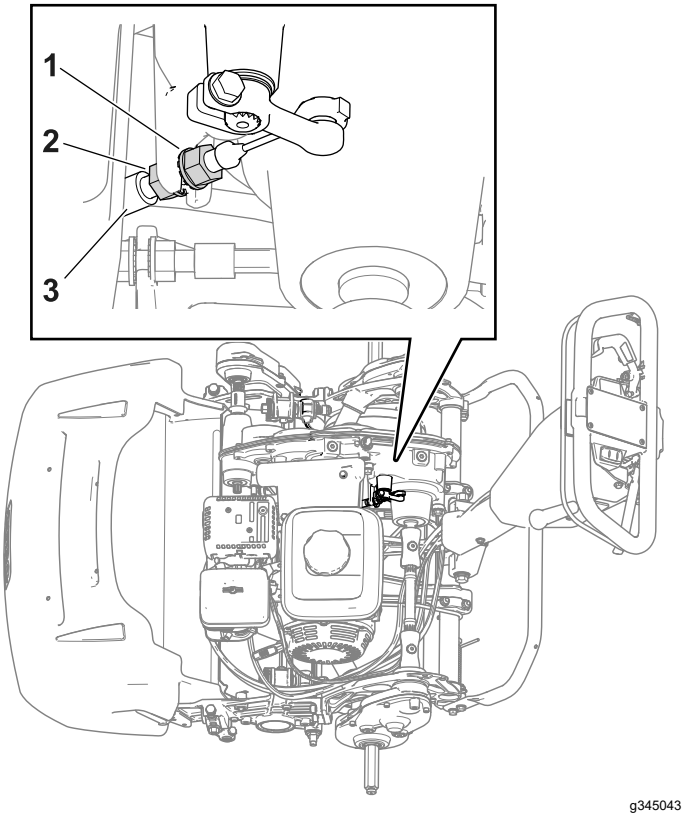

**Figuur 37**
- Draai om de kabelspanning te verhogen de voorste contramoer op de kabel losser en de achterste contramoer vaster (Figuur 37). Herhaal stap 2 en stel indien nodig de spanning af.
- Draai om de kabelspanning te verminderen de achterste contramoer losser en de voorste contramoer op de kabel vaster (Figuur 37). Herhaal stap 2 en stel indien nodig de spanning af.